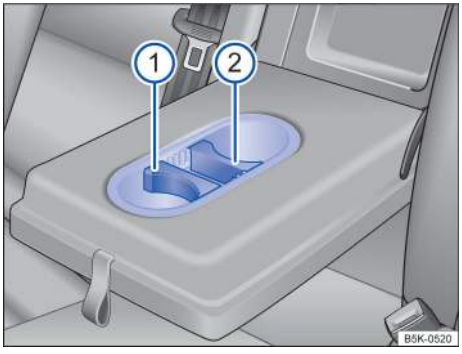

Fig. 137 Cup holders in the rear center armrest (version 2).
— Some cup holders have inserts that can be positioned to hold beverages of different sizes → fig. 137. *To adjust* the cup holder to the size of the cup, pull the inserts ① or ② upward and reposition them to fit the size of the cup.